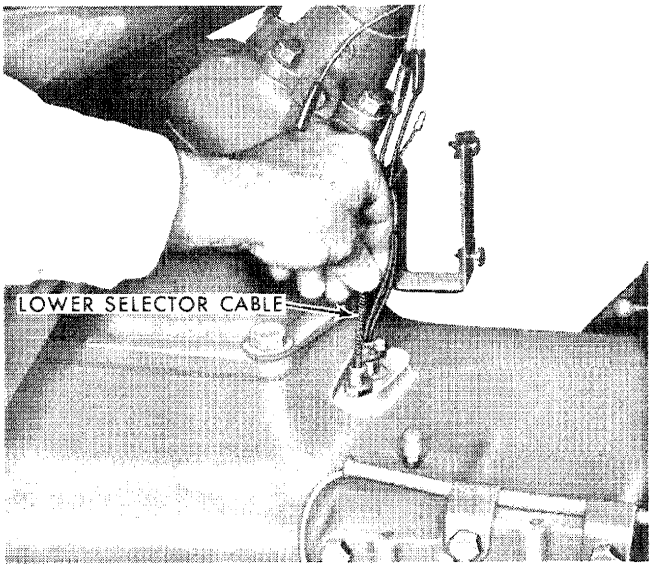

Figure 41
4. Thread the control selector cable out of the cable wheel and withdraw the cable, Figure 41.
2. Install the safety starter switch with the camshaft in the park (P) position. Tighten the bolts to the specified torque, page 83. Connect the two wires to the safety starter switch.
5. Insert the control selector cable into the conduit and thread the cable into the cable wheel. Align the cable so there is no binding and tighten the conduit retaining bolt, Figure 41.